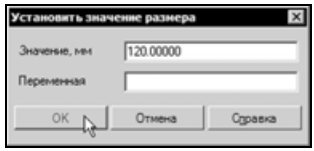

Рис. 2.39
- В появившемся на экране диалоговом окне **Установить значение размера** в числовое поле **Значение** введите точное значение размера 120 и нажмите кнопку **OK** (рис. 2.39).